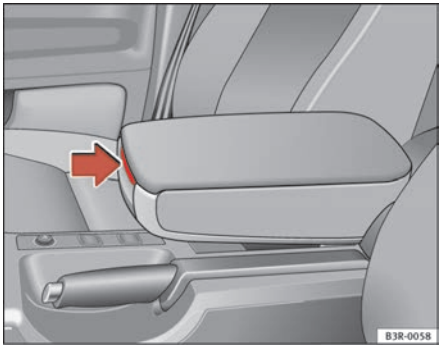

Fig. 115 Armrest between the driver's seat and front passenger's seat
– Press the release lever ⇒ fig. 115.